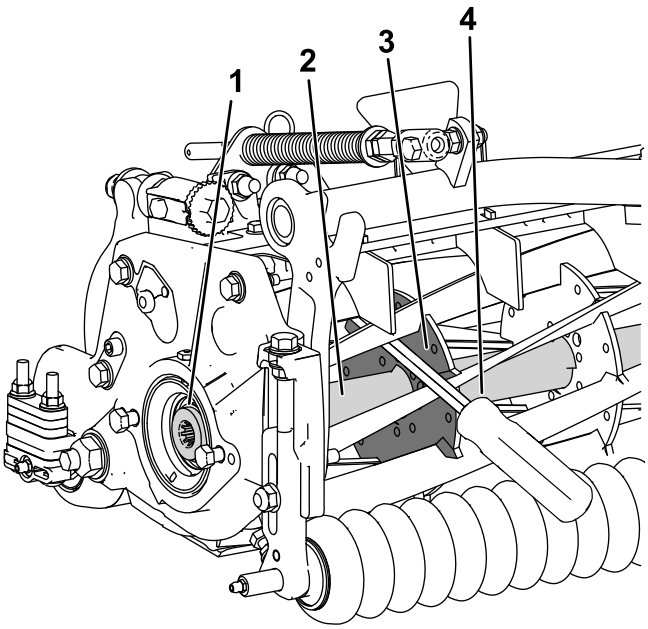

Figur 31
1. Sett inn et brekkjern med langt håndtak (anbefalt ⅜" x 12" med skrutrekkerhåndtaket) gjennom fremsiden av klippespolen, nærmest den siden av klippeenheten som skal strammes (Figur 31).
2. Plasser brekkjernet mot sveisesiden til den interne kuttespolens forsterkning (Figur 31).